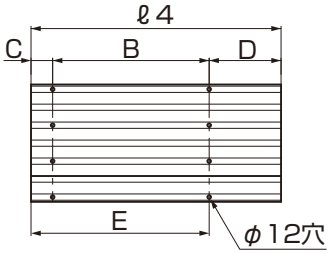
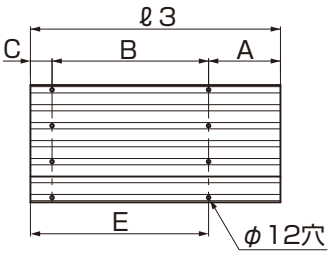

図1-2　折板中 加工位置図
図1-3　折板上 加工位置図
①図1-1、図1-2、図1-3、表1-1を参照して、折板を加工してください。